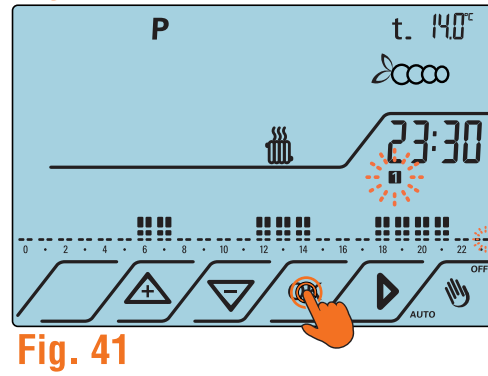

Fig. 41
7. Ripetere il punto 6 fino alle ore 23.30 per completare la configurazione di tutte le fasce orarie, quindi premere **OK** salvare la programmazione del giorno **1** (Fig.41).